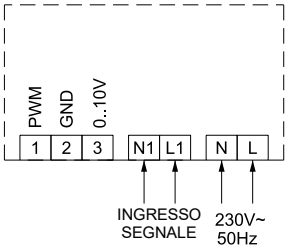
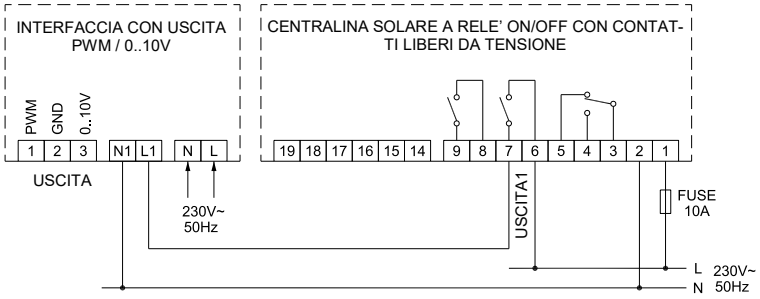
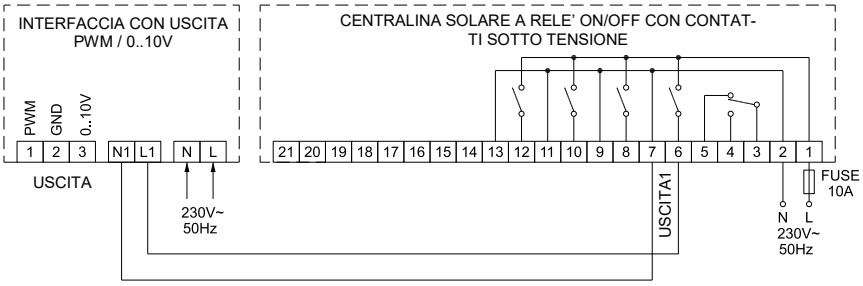
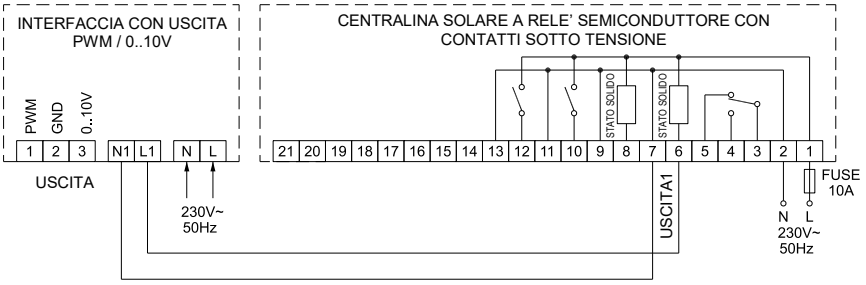

Fig. 7
Fig. 8
Fig. 9
Fig. 10
6. Eseguire i collegamenti elettrici seguendo lo schema di collegamento di Fig. 7 e gli esempi di Fig. 8, Fig. 9 e Fig. 10.